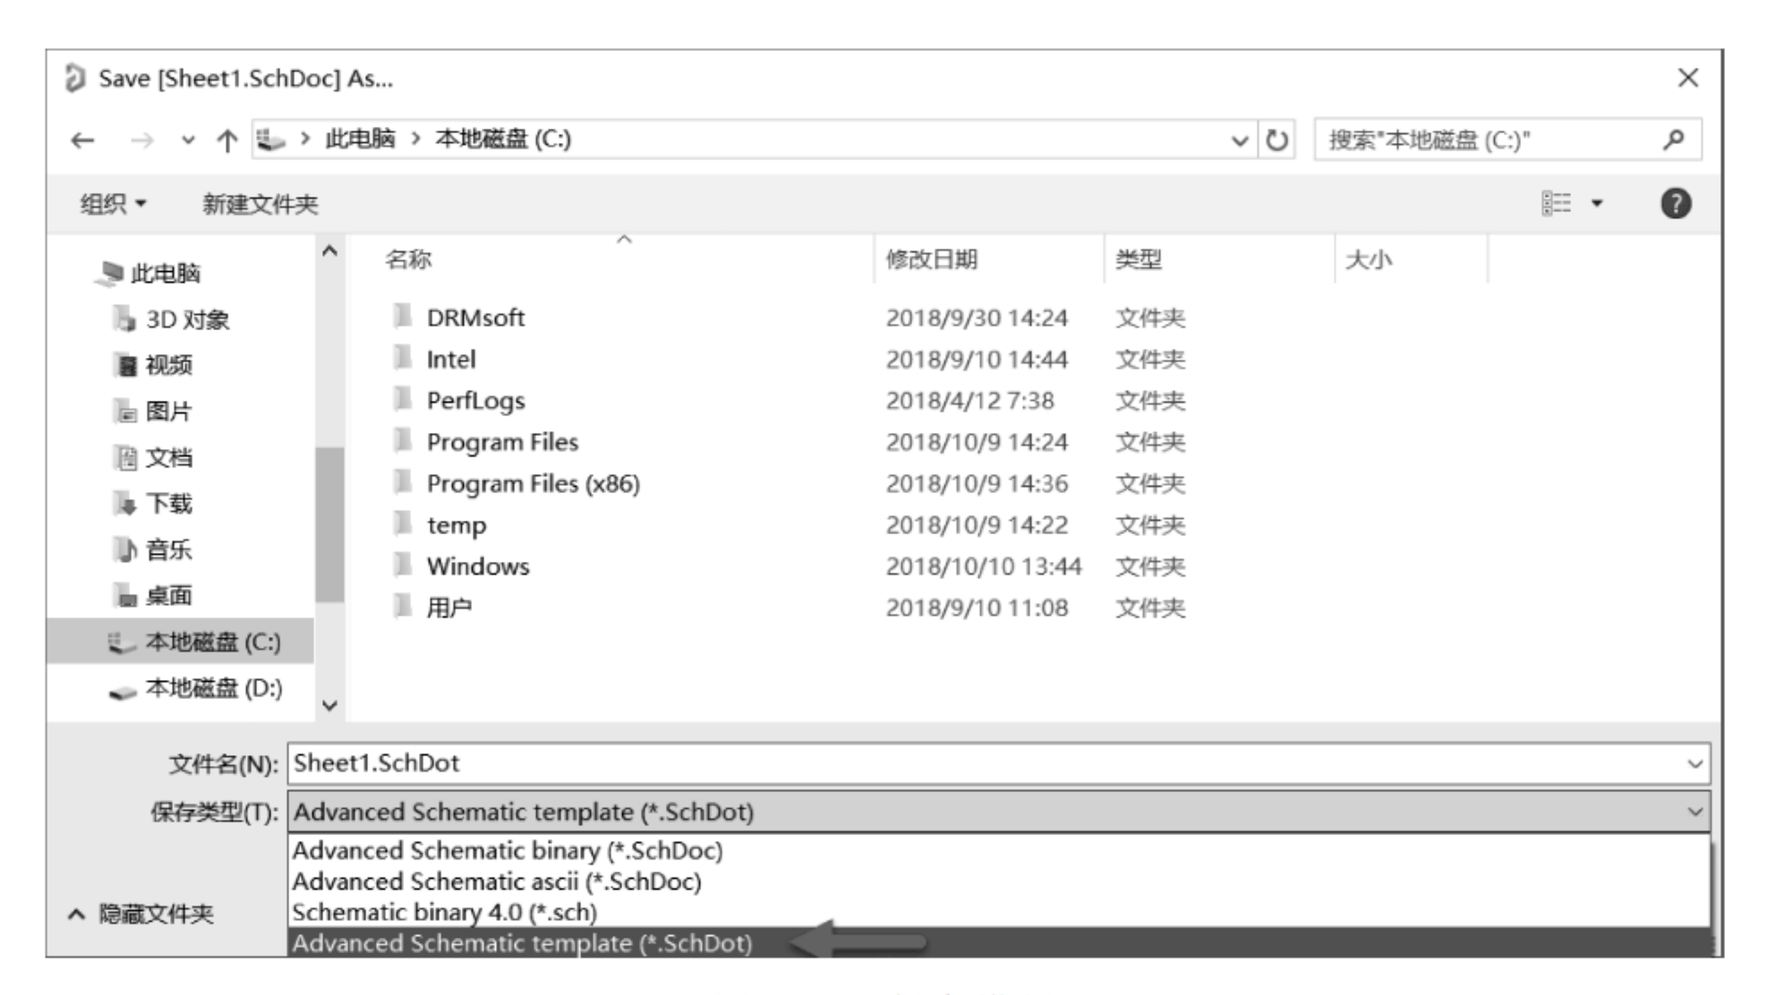

图 1-74　保存模板
(6) 创建好模板后，执行菜单栏中“文件”→“另存为”命令，在弹出的对话框中输入文件名（在此保持默认设置），设置“保存类型”为 Advanced Schematic template (*.SchDot)，然后单击“保存”按钮，即可保存创建好的模板文件，如图 1-74 所示。